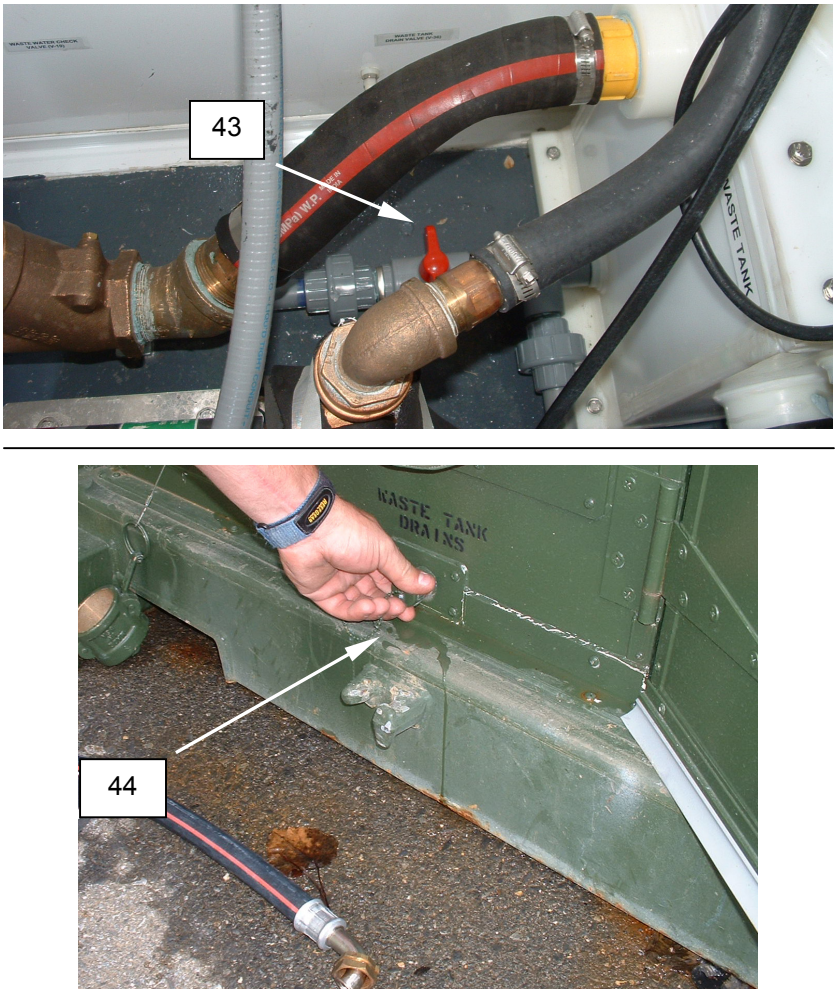

Figure 25. Add Antifreeze - Close Drain.
1. Close waste tank drain V-36 **(Figure 25, Item 43)**.
2. Remove hose from the waste tank drain and reinstall the outside drain cap **(Figure 25, Item 44)**.